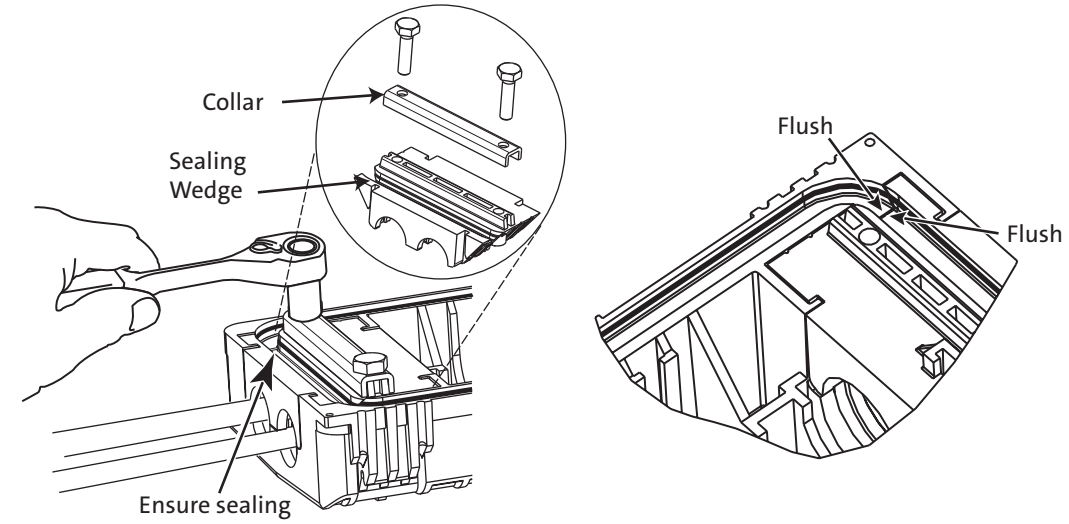

Figure 15
Step 1: Install the sealing wedge and bracket over the taped cable by alternately tightening the bolts until the wedge is closed (Figure 15)). The two surfaces inside the gasket channel must be flush to avoid leaks.